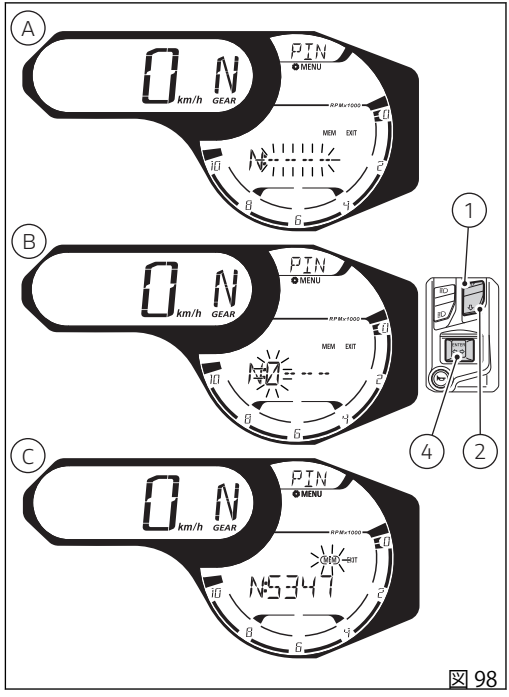

図 98
ボタン (4) を押して最後の桁を決定すると、"MEM" (C、図 98) の文字枠が点滅します。
- "EXIT" を選択 (枠が点滅) してボタン (4) を押すと、PIN CODE を保存せずに終了します。
- 設定したコードのひとつの数字を選択 (点滅) してボタン (4) を押すと、コード入力をもう一度行い数字を変更することができます。
- "MEM" (C、図 98) を選択 (枠が点滅) してボタン (4) を押すと、新しい PIN CODE が保存されます。インストルメントパネルは "MEM OK" を 2 秒間表示し、続いて "EXIT" の文字枠を点滅させます。ボタン (4) を押して終了します。